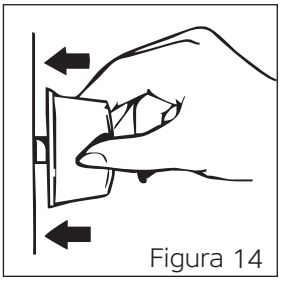
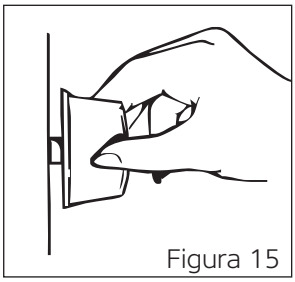
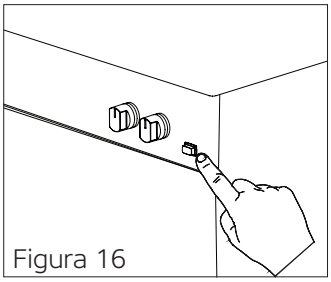

Figura 14
Figura 15
Figura 16
3. Para utilizar o queimador do fogão de sua preferência, premir primeiro o botão no sentido da seta e aguardar 5 segundos para que o ar saia dos tubos (Ver figura 14).
Nos Modelos Com Ignição Manual; pode acender o queimador do fogão pretendido com um acendedor (fósforo, isqueiro) rodando o botão (Ver figura 15).
*** Nos Modelos Com Ignição (Automática) Com Um Botão;** pode acender o queimador do fogão pretendido premindo o botão na direção da seta (ver figura 14) e rodando o botão (Ver figura 15).
*** Nos Modelos Que São Ligados Com O Botão;** em primeiro lugar, premir o botão no painel de controlo (Ver figura 16). Seguidamente, ao premir o botão do queimador do fogão pretendido na direção da seta, pode acender o queimador do fogão (Ver figura 14).